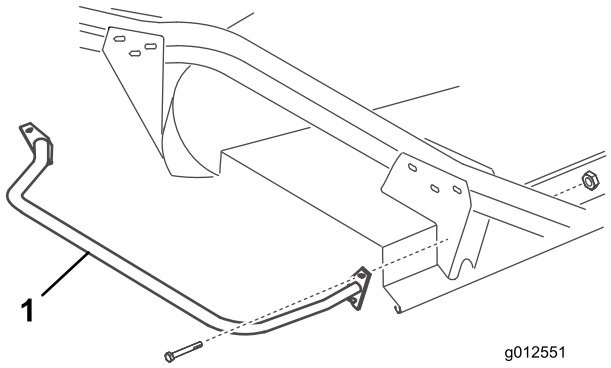

Bild 23
2. Befestigen Sie das obere Befestigungsloch an der vorderen Befestigungsplatte der Stoßstange mit einer Schraube (5/16-18" x 3") und Sicherungsmutter an der Laufradarmhalterung (Bild 23).